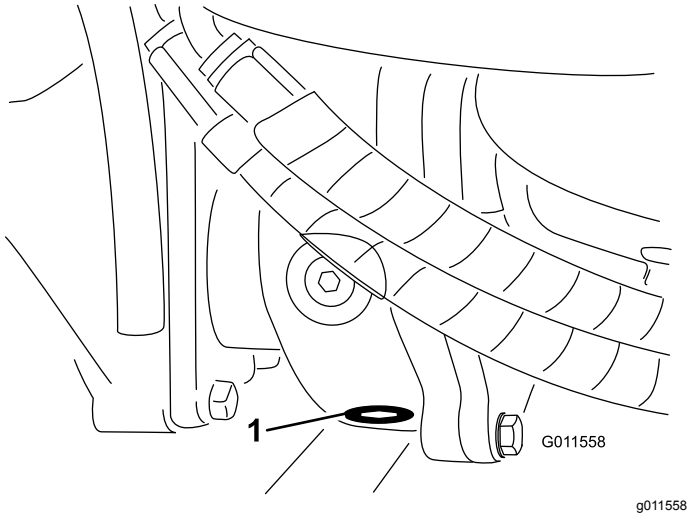

Figuur 70
5. Reinig de omgeving van de aftapplug aan de onderkant van de tandwielkast (Figuur 70).